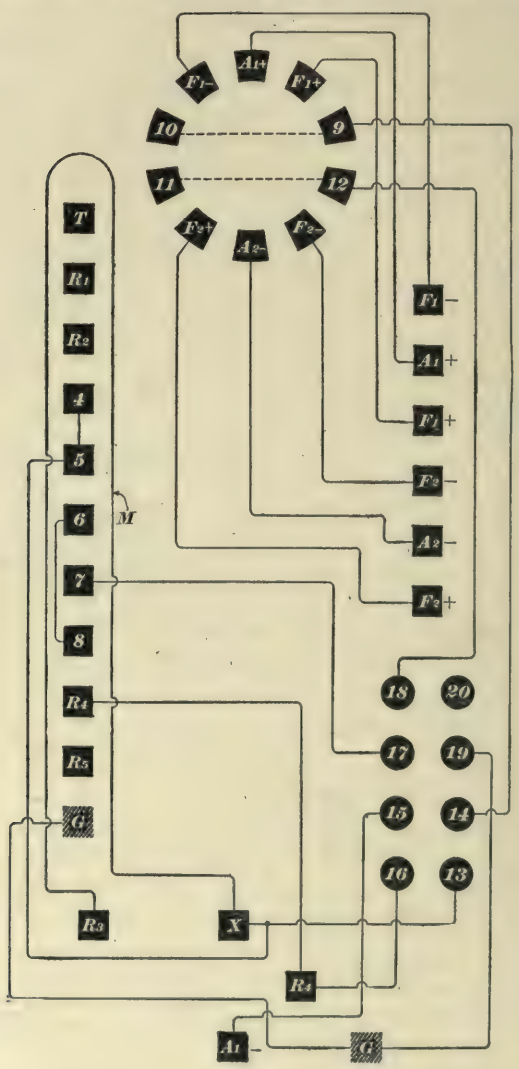

FIG. 25.
**28. Internal Connections of 28A Controller.** — Fig. 25 shows the internal connections of the 28A controller, which may be enumerated as follows: power-drum finger $T$ has no internal connection, but takes the car-trunk trolley wire direct; fingers $R_1$ and $R_2$ take the Nos. 1 and 2 car-resistance wires; *4* and *5* are joined together and to the wire which joins $X$ and *13*; *6* and *8* have no internal connection, but are joined together as shown; finger No. 7 is joined to cut-out post No. *17*; finger $R_4$ goes to connecting block $R_4$, thence to cut-out post No. *16*; finger $R_5$ has no internal connection, but takes the No. 5 car-resistance wire direct;